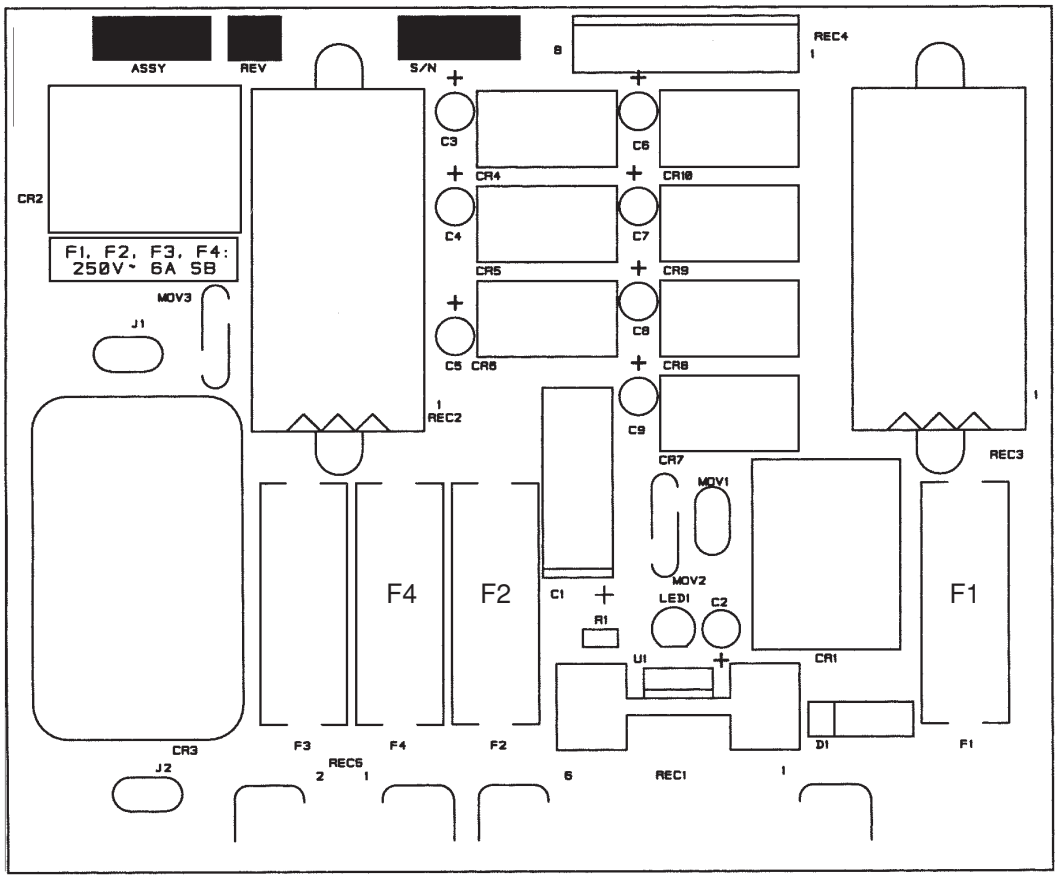

Figure 6-2 Power Distribution Board PCB1
6. Measure voltage at power distribution board PCB1. Refer to Figure 6-2 for detail of PCB1. Look on the board for fuses F1, F2 and F4. Measurements between each fuse and chassis ground should be as follows:
1.3. *CR2 on the power distribution board (PCB1) is defective.* Check that CR2 switches when CB1 is switched to ON. See Figure 6-2 for location of CR2. If CR2 is defective, replace PCB1.